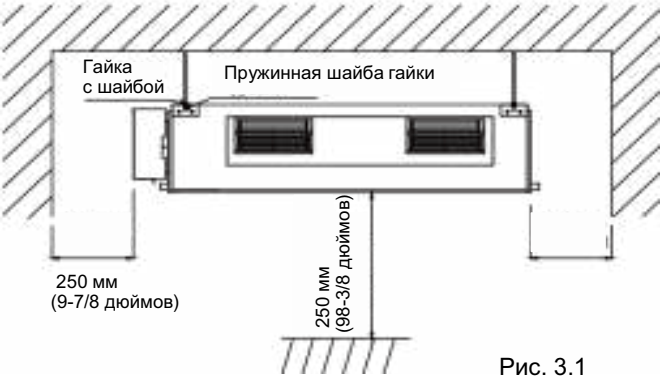

Рис. 3.1
(3). Убедитесь, что монтаж внутреннего блока осуществляется в полном соответствии с монтажными схемами с учетом всех рекомендованных монтажных расстояний (См. Рис. 3.1.)